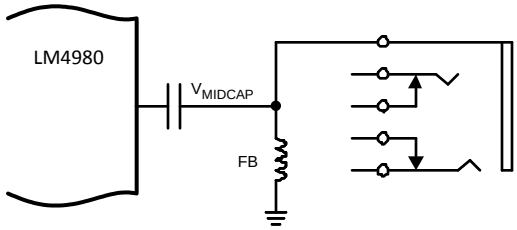

Figure 43. Adding a ferrite bead improves ground-noise suppression
In addition to the output-ground noise reduction afforded by C_{MIDCAP}, further reduction can be achieved by the inclusion of a ferrite bead. The ferrite bead (FB) is placed between ground and common connection between the C_{MIDCAP} and the headphone ground connection. This is shown in Figure 43. The ferrite bead is beneficial in environments where the headphone and C_{MIDCAP} ground connection is shared with circuitry (such as video) that may inject noise on a common ground.